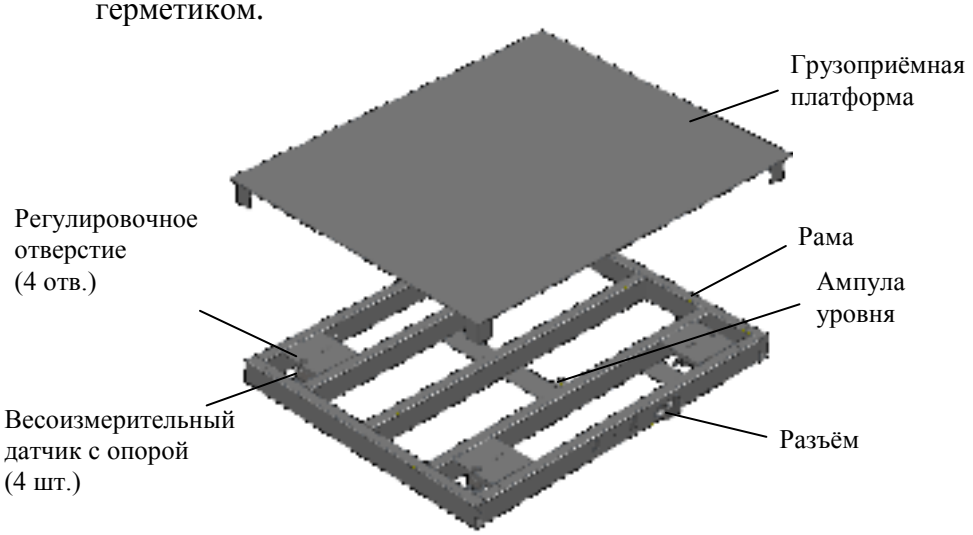

Рис. 4.1 - Модуль взвешивающий 4D-P
4.1.1 Модуль состоит из рамы, на которой установлены четыре цифровых весоизмерительных датчика с опорами, и грузоприёмной платформы (Рис. 4.1).